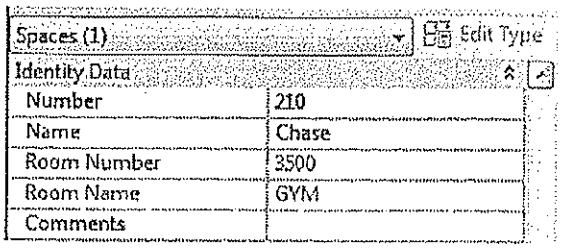

Figure 6–35
10. In Properties, scroll down to the *Identity Data* area. The *Number* and *Name* for the space do not match the *Room Number* and *Room Name* as shown in Figure 6–35.